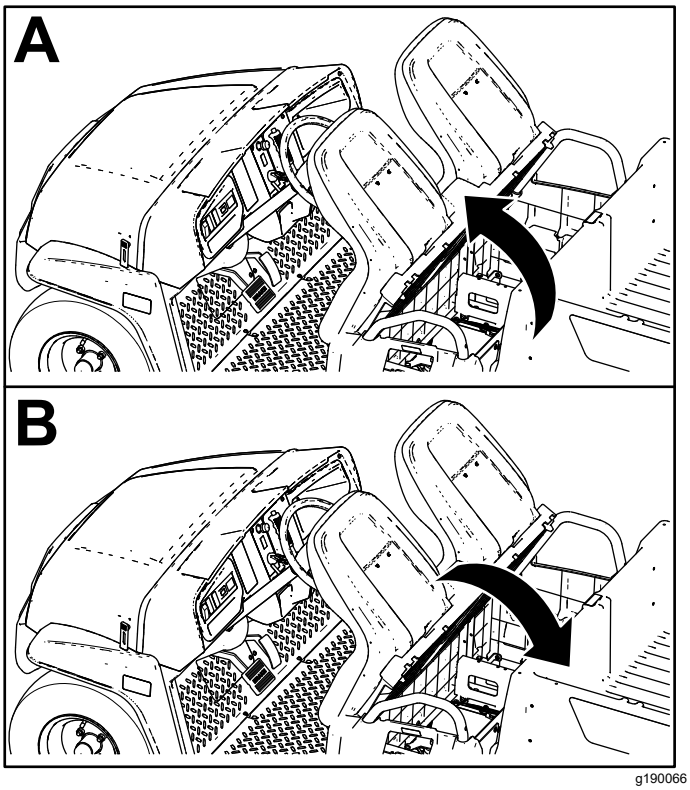

Figur 26
For at hæve sædet skal du skubbe sædet fremad, indtil det hviler på rattet (Figur 26).
For at sænke sædet skal du skubbe sædet tilbage, indtil det er placeret i den oprindelige position (Figur 26).
1. Skub sædet fremad til den hævede position (Figur 26).